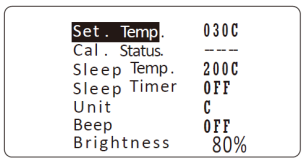

Fig.5
3.1. When Cal. status display “----“(see Fig 5)，it means temperature have not calibration.